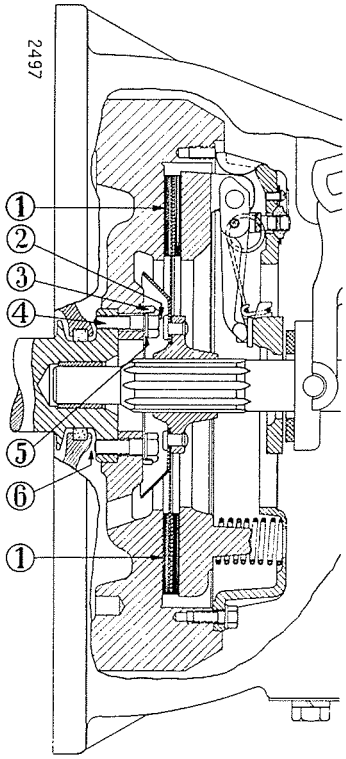

Bild 102
Eine weitere Verbesserung der Schwungradbefestigung besteht darin, daß zwischen Schraubenkopf und Sicherungsblech eine Unterlegscheibe aus Klingenstahl gelegt wird (5), Bild 102. Sie verhütet, daß sich der Schraubenkopf beim Anziehen in das Sicherungsblech einarbeitet.